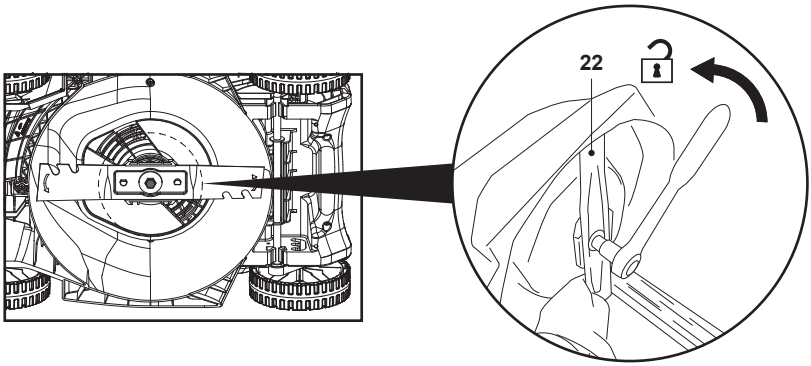

**Fig. 20**
**NOTA:** Si utiliza una llave manual en lugar de una llave de impacto eléctrica, procure que la cuchilla (22) no gire mientras afloja el perno. Use unos guantes resistentes para agarrar la cuchilla firmemente. Si es necesario, utilice un bloque de madera de tamaño adecuado para impedir que la cuchilla gire (Fig. 20).